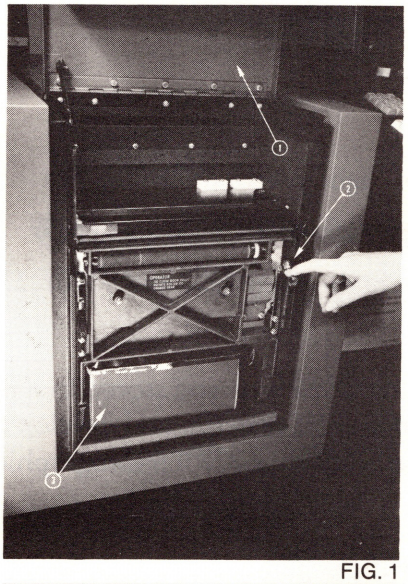

FIG. 1
2. Open the pressure plate by releasing the pivot latches on each side of the assembly. The pressure plate will drop forward and remain in an open position (Fig. 1).